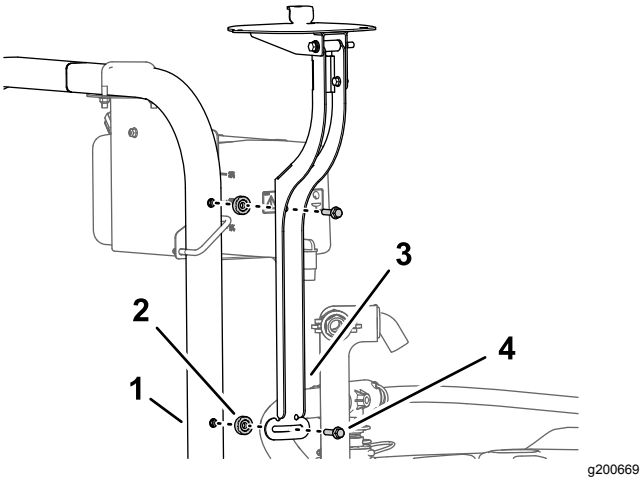

Figur 154
1. Monter mottakerfestet og avstandsstykket (3/8 x 7/16 tomme) til veltebøylen med flenshodebolten (3/8 x 1 1/2 tomme), som vist i Figur 154.